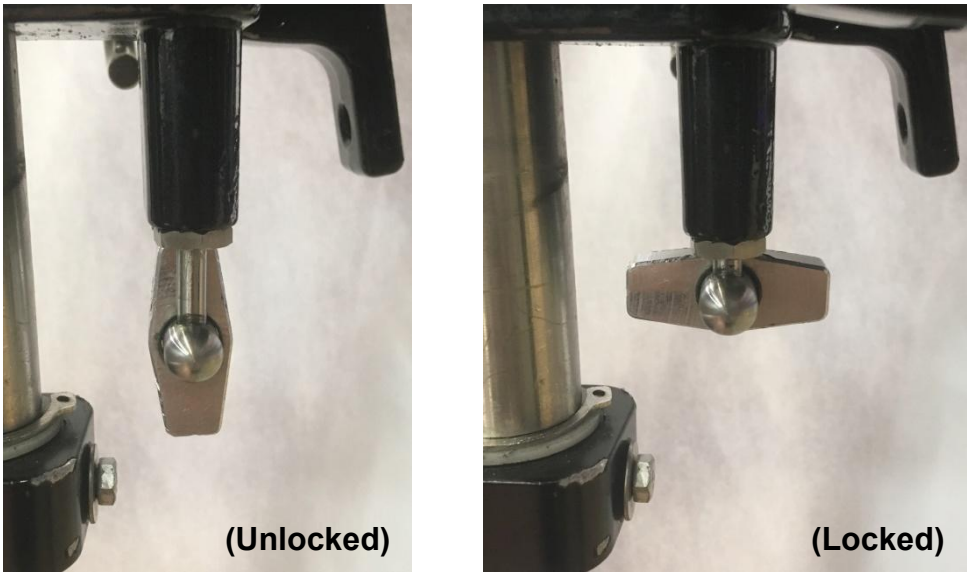

Figure 32: Tilt Lock Lever
- Unlock the lower tilt lock mechanism by pulling the handle down and rotating 90˚ to sit as shown in **Figure 32**.